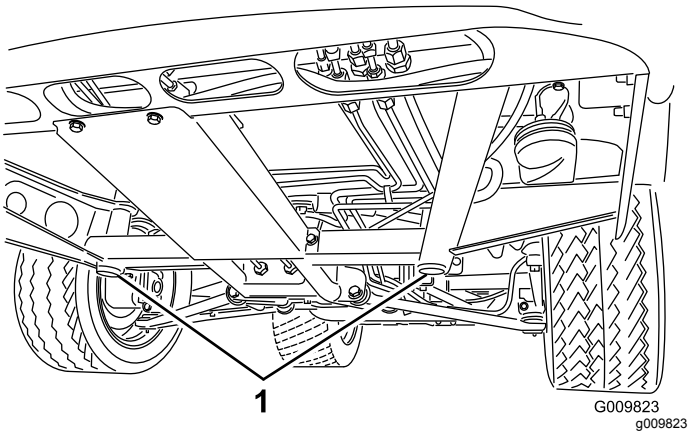
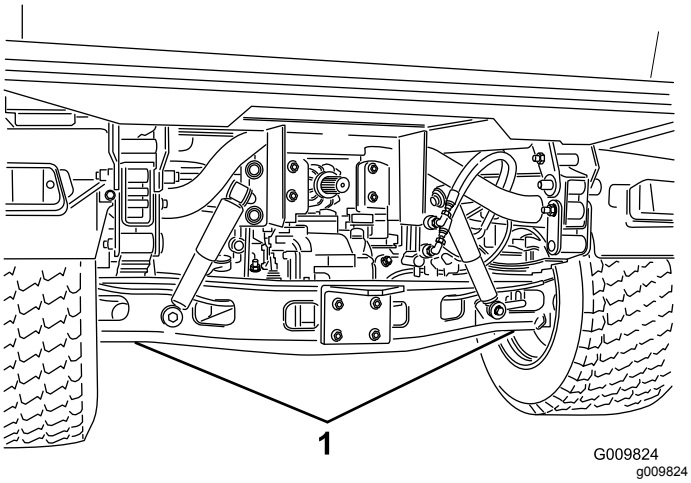

Figur 37
Figur 38
- Donkraftpunktet foran på maskinen er under stelstøtten midt på (Figur 37), og bagpå maskinen er det under akslen (Figur 38).